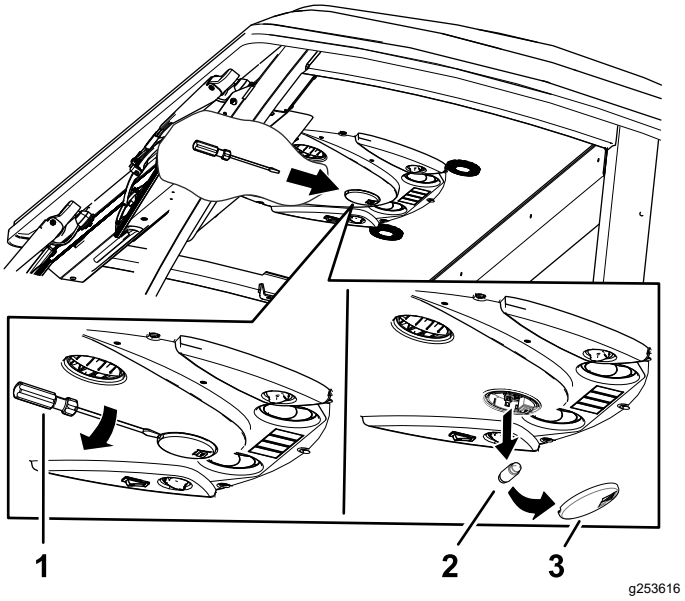

Figur 89
1. Brug en skruetrækker til at fjerne lygteglasset fra kontrolpanelet (Figur 89).
2. Fjern pæren fra lygtens bundplade (Figur 89).